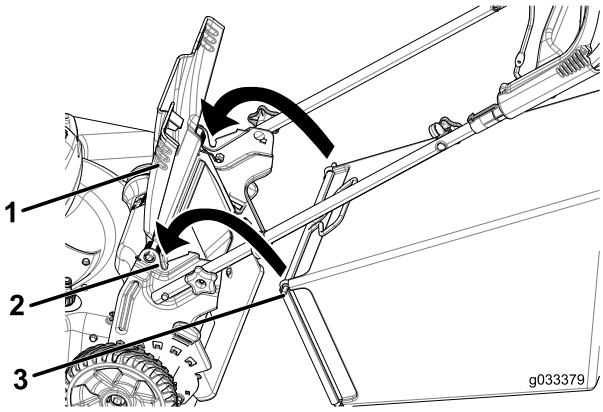

Rysunek 22
1. Podnieś i przytrzymaj w górze tylny deflektor (Rysunek 22).
2. Zamontuj worek na trawę, pilnując, aby bolce worka opierały się o wycięcia w uchwycie (Rysunek 22).